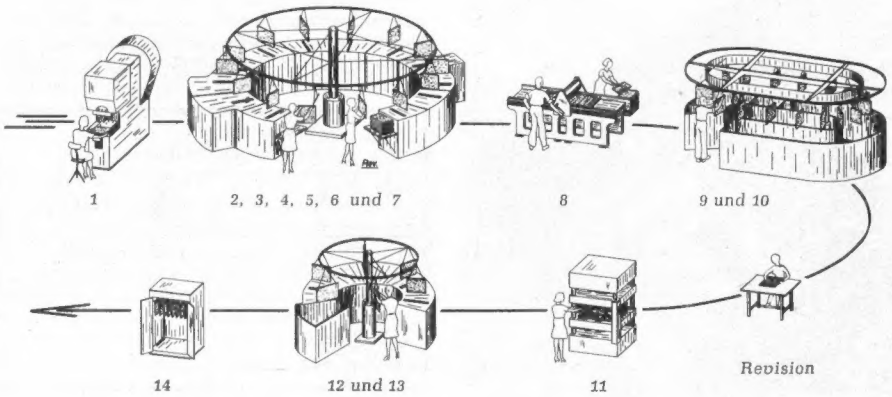

Bild 4. Arbeitsgang beim galvanischen Verfahren
Dieses beginnt gemäß *Bild 4* mit dem Stanzen der einfachen Hartpapierplatte entsprechend der gewünschten Schaltung (1). Auf der großen Maschine 2 bis 7 wird diese Platte gesäubert, getrocknet, mit einem Kleber behandelt und mit einer Silberschicht versehen. Bei dieser Methode überziehen sich die Innenseiten der gestanzten Löcher mit einem leitenden Überzug, so daß dieses Verfahren für zweiseitige Schaltungen besonders gut brauchbar ist. Nach weiteren Prozessen ist die Platte reif zum Druck (Offset, Siebdruck oder auch ein fotografisches Verfahren) lt. Arbeitsgang 8. Die aufgebrachten Leitungszüge werden nunmehr in einem galvanischen Bad (9 und 10) verstärkt; die Platten passieren die Revision und werden dann in einer Presse 11 unter hohem Druck zu einer innigen Verbindung mit den Leitungszügen veranlaßt. Chemische Nachbehandlung und Trocknung (12 bis 14) beenden den Arbeitsgang.